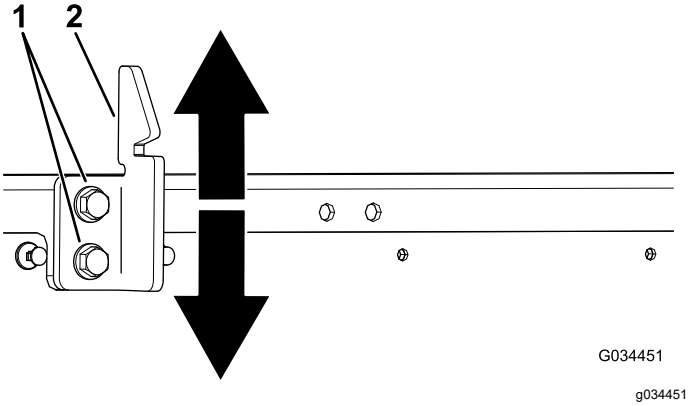

Figur 52
3. Løsne de to boltene på lasteplanets låsesperre, og flytt sperren opp eller ned, avhengig av om sperren er for høy eller for lav (Figur 52).
4. Stram de to boltene på planets låsesperrer (Figur 52).